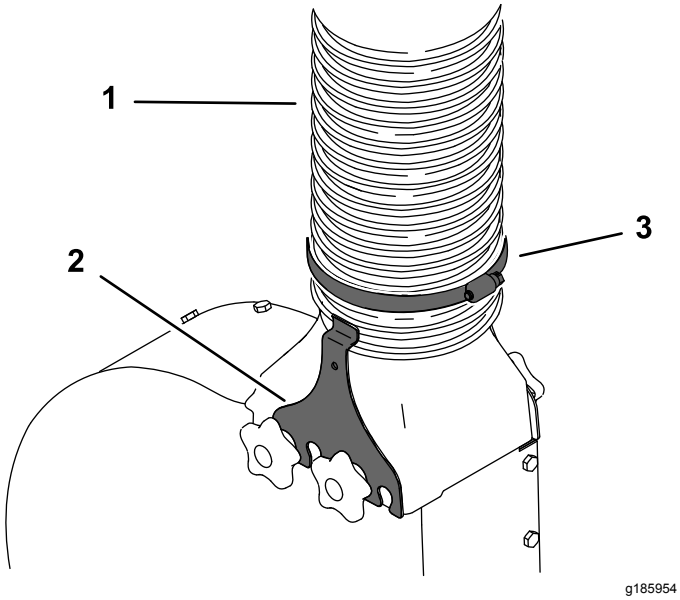

Figura 1
1. Afloje la abrazadera y las pletinas de sujeción del soplador y retire la manguera del conjunto del soplador (Figura 1).